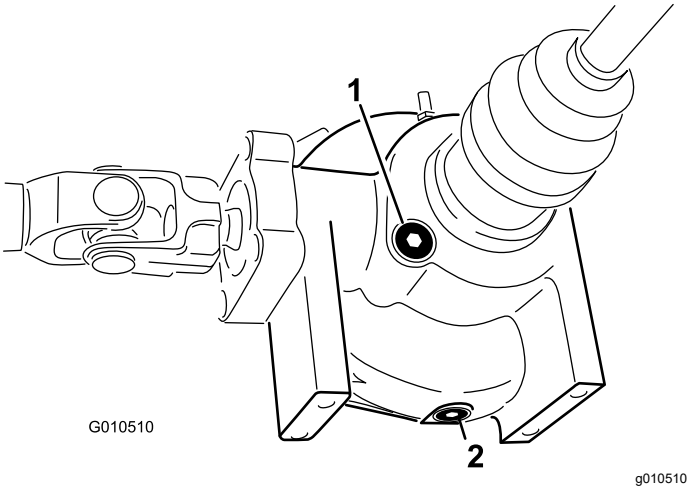

図 44
4. デファレンシャルの側面についている補給・点検プラグの周囲をきれいに拭く図 44。
4. デファレンシャル側面にあるドレンプラグの周辺をウェスできれいにぬぐう図 44。